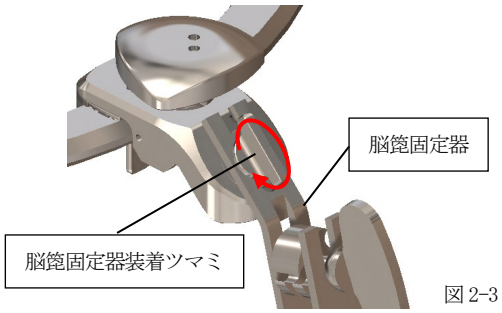

図 2-3
(2)-5 脳篦固定器装着ツマミを時計方向に回し、脳篦固定器を固定してください。(図 2-3)